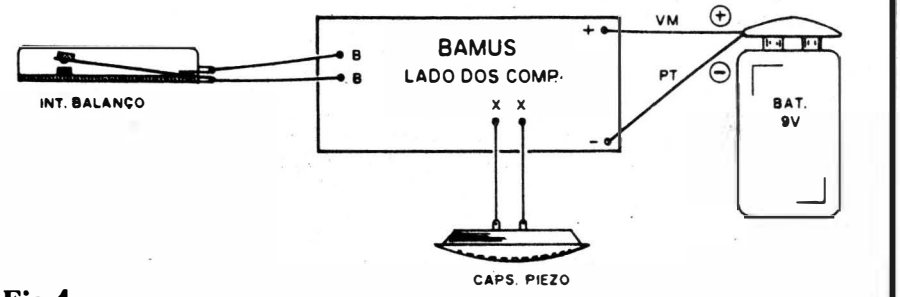

Fig.4
- FIG. 4 - CONEXÕES EXTERNAS À PLACA - Tão poucas e simples, que o mero acompanhamento visual do diagrama será suficiente para qualquer "pagão" em Eletrônica "se dar bem"... As únicas ligações **polarizadas** correspondem às dos dois fios (**vermelho** para o **positivo** e **preto** para o **negativo**) provenientes do "clip" da bateriazinha... Tanto o transdutor piezo (cápsula de cristal) quanto o sensor de balanço/vibração, não apresentam terminais polarizados, bastando ter seus dois contatos devidamente ligados à